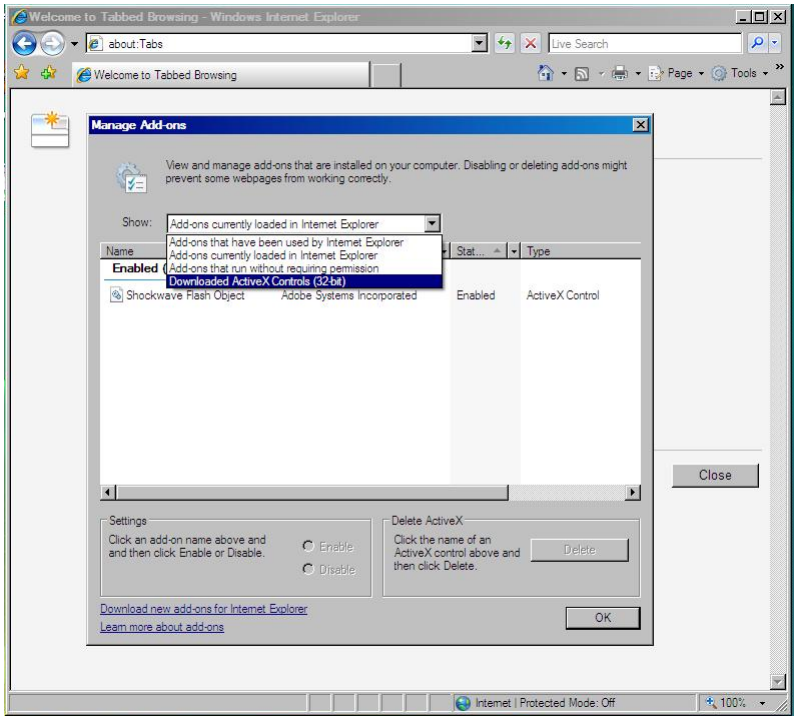

Figure 15. Downloaded ActiveX Controls (32 bit)
3. From the Show drop-down list, select 'Downloaded ActiveX Controls (32-bit)' (see Figure 15).